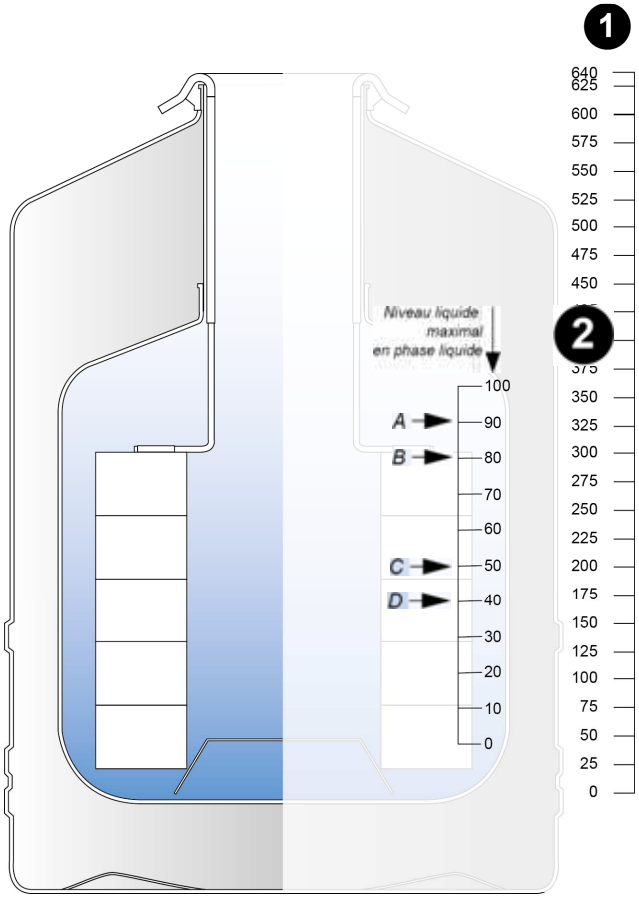

Figura 15-2: ARPEGE 40 - Fase líquida - escala de medición
- **Cuatro pulsaciones sucesivas en menos de 2 segundos**: se inicia el llenado de la cuba. Se interrumpe automáticamente cuando se alcanza el Nivel superior (UCL) (véase desde la Figura 15-2 hasta la Figura 15-19). La función de desgasificación se activa si la opción está presente y si la temperatura en la sonda de desgasificación no se ha alcanzado.